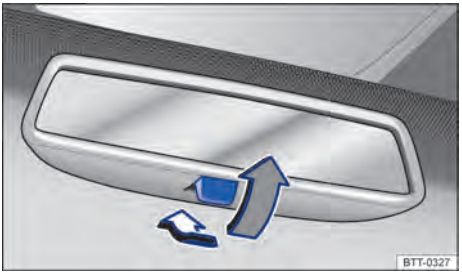

Fig. 81 No para-brisa: espelho retrovisor interno com antiofuscante manual.
– Posição noite: puxar a alavanca → Fig. 81 (seta cinza), para evitar o ofuscamento dos faróis dos veículos que trafegam atrás.